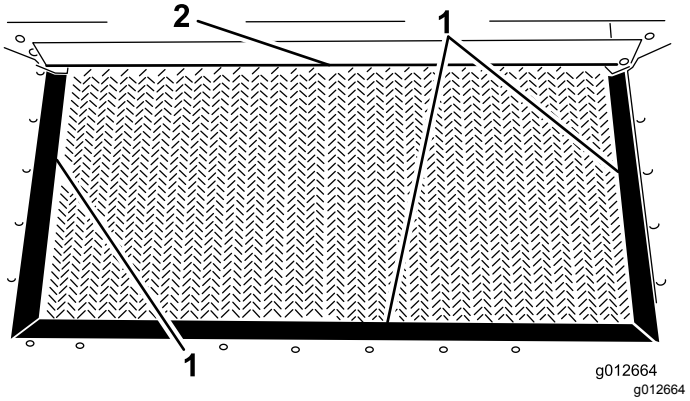

Rysunek 21
3. Sprawdź uszczelnienia kosza samowyładowczego i krawędź śluzy pod kątem zużycia lub rozdarcia krawędzi (Rysunek 21).